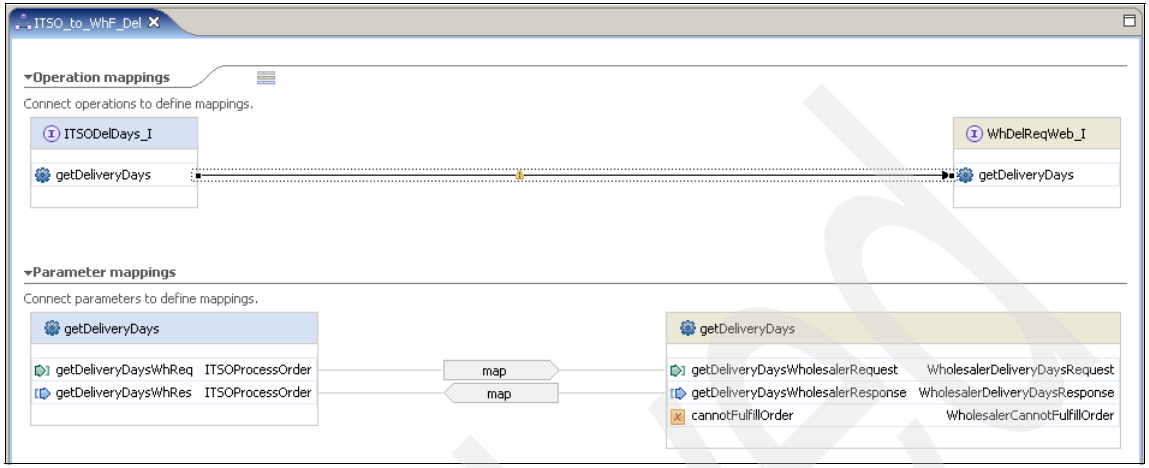

Figure C-22 The ITSO_to_WhFDel interface map
4. Figure C-22 shows how the interface map should look. Save the interface map and close the editor.